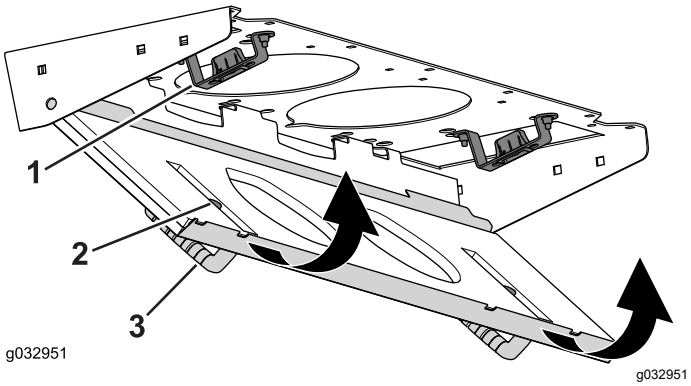

Figura 88
4. Gire la rejilla del filtro sobre las pestañas hasta que el cierre se enganche en el soporte (Figura 88).